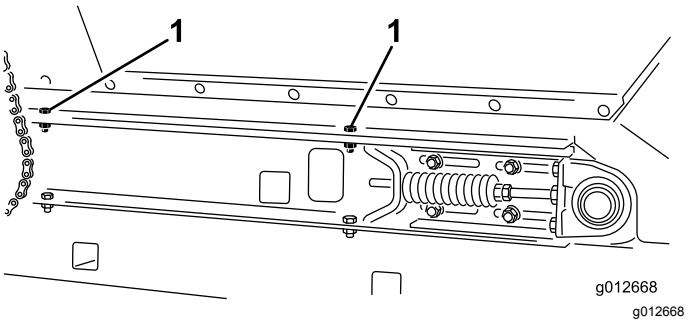

Figur 26
2. På hver side av maskinen fjerner du to hodeskruer, to skiver og to låsemuttere som fester beholderen til gliderammeskinnene (Figur 26).